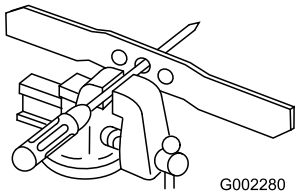

Figura 33
1. Verificate il bilanciamento della lama collocando il foro centrale della lama su un chiodo o sul codolo di un cacciavite serrato orizzontalmente in una morsa (Figura 33).